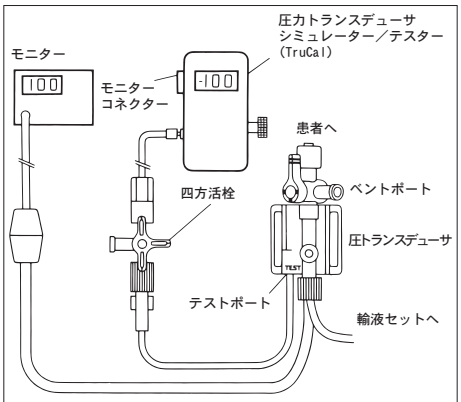

図3
(5)圧力トランスデューサシミュレーター／テスター（TruCal）を使って、システムの無菌性を損なわずに血圧の読取を確認します（図3）。